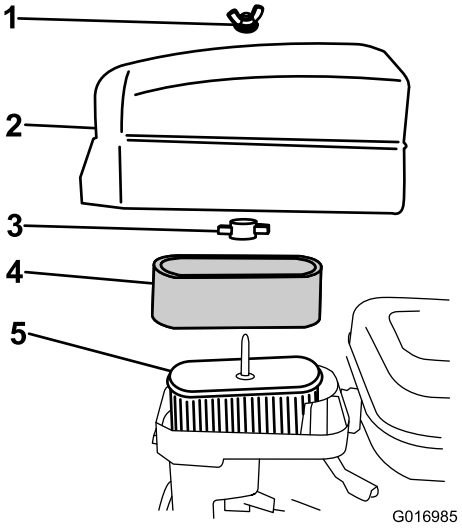

Rysunek 25
4. Jeżeli wkład piankowy jest zabrudzony, usuń go z wkładu papierowego (Rysunek 25) i dokładnie oczyść w następujący sposób: